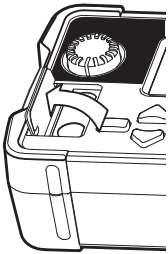

Fig. 14-1
(1) Ensure that the special application "KEW Report" has been installed in your PC.
(2) Disconnect the test leads from the instrument.
(3) Connect MODEL8212 USB to the USB port of the PC.
(4) Open the cover for optical adapter and connect MODEL8212USB. Please see Fig. 14-1 and 14-2 shown below.
(5) Power on the instrument. You can set the function switch to any position.
(6) Start "KEW Report" on your PC and click "Download" to start data download. For further detail, please refer to the instruction manual for MODEL8212 USB or HELP for KEW Report.